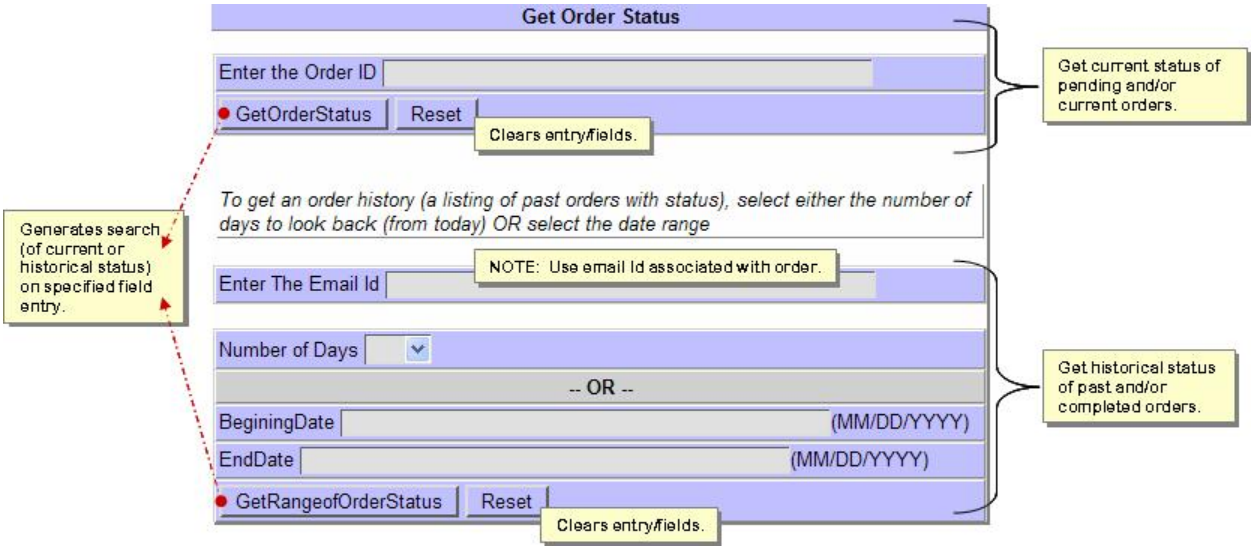

Figure 15.12-1. Get Order Status Page
The OM GUI Order Status page, Get Order Status (Figure 15.12-1) allows the Operators (full-capacity or limited-capacity) the ability to monitor and/or view the status of orders submitted via the OM GUI.
The **OM GUI Order Status** provides a visual display of viewing multiple levels of a particular order status. As the Operator search through to the lower levels of the order, the status path is capture as a navigation bar at top of each displayed status page (Figure 15.12-1, Figures A1-A3). The Operator can view the following details at these status levels:
- Order Status (Figure 15.12-1, Frame 1):
- Request Status (Figure 15.12-1, Frame 2)
- Granule Status (Figure 15.12-1, Frame 3).
- The **Get Order Status** (Figure 15.12-1) page displays.